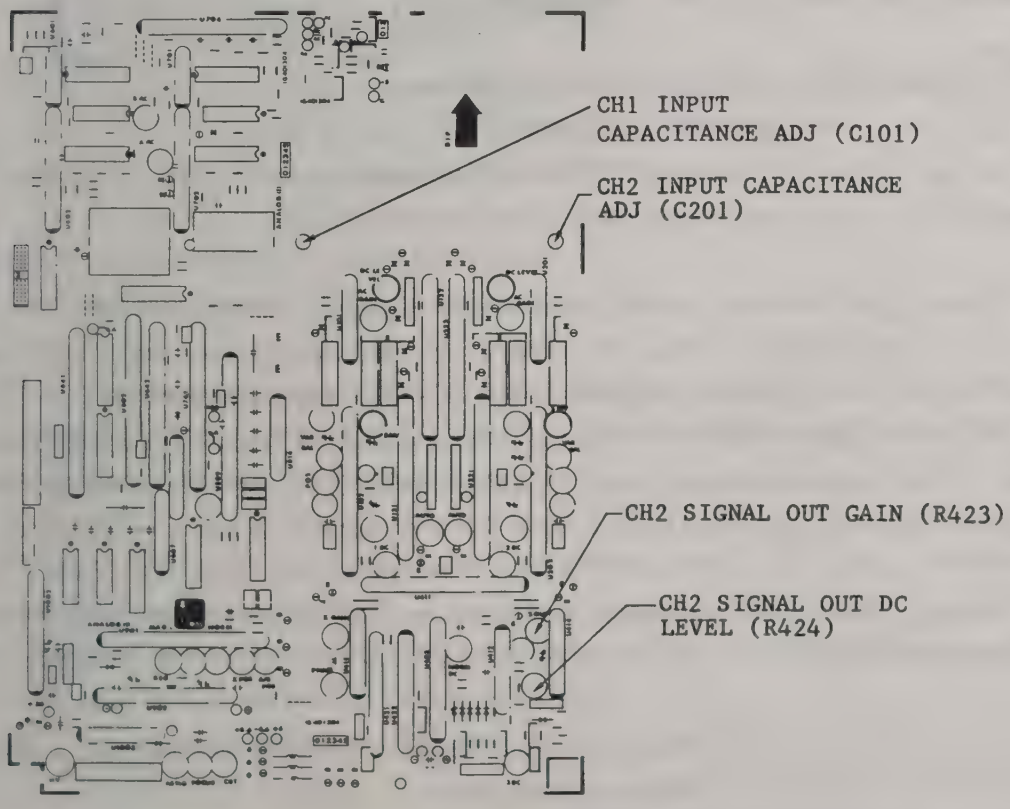
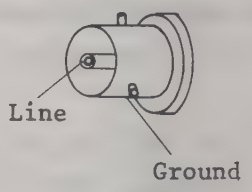

Fig. 6-8 ANALOG-1 board
Fig. 6-9 INPUT connector
6.5.9 CH2 SIG OUT GAIN (See Fig. 6-8.)
6.5.10 CH2 SIG OUT DC LEVEL (See Fig. 6-8.)
6.5.11 Input capacitance adjustment (See Fig. 6-8.)
Adjust CH1 input capacitance adjustment C101 for 25 pF ±2 pF when measured at CH1 INPUT BNC connector with a LC meter. Also adjust C201 for channel 2 in the same manner. See Fig. 6-8 for adjustment position on the ANALOG-1 board and Fig. 6-9 for wire connection for capacitance measurement.